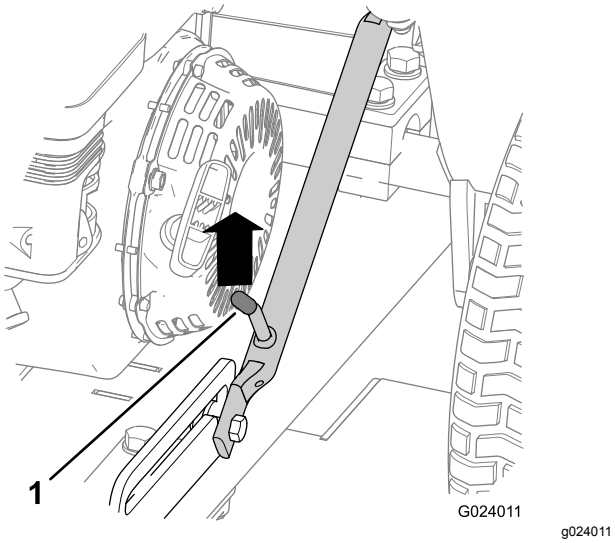

Figur 25
A. Skub op på bugsertræksamlingen, indtil låsegrebet kommer fri af låsen i slæden (Figur 25).
D. Hæv bugsertrækket (Figur 29), indtil låsegrebet kommer i låsen i slæden (Figur 25).